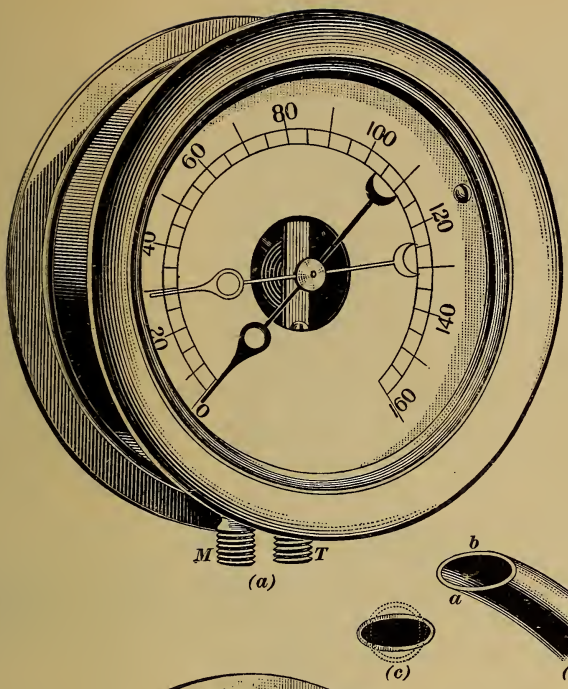

FIG. 2.
22. A **duplex air gauge,** which indicates both train-line and main-reservoir pressures, is located in the engine cab, in a position convenient for the engineer to see. This gauge, shown in views (*a*) and (*b*), Fig. 2, consists really of two gauges combined in one, the same dial serving for both hands. The right-hand gauge, which, as seen, connects with *T*, operates the black hand. This hand is said to represent train-line pressure, although *T* really has a pipe connection to chamber *D* and the equalizing reservoir at *W*, Figs. 14 and 16; but the study of the engineer's valve will develop the fact that equalizing-reservoir and train-pipe pressures are usually equal. The other connection *M*, a part of the left-hand gauge, is piped to *R*, Figs. 14 and 16, so that this hand, colored red, indicates main-reservoir pressure.